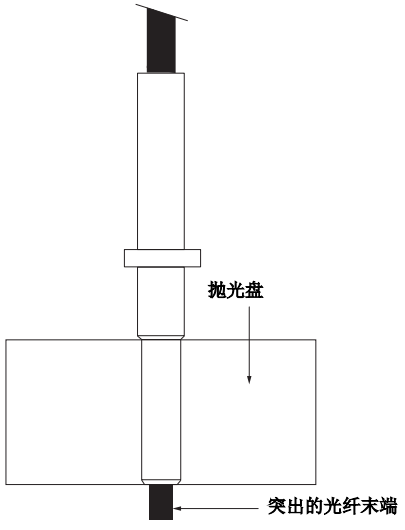

Fig. 6 - 用于连接器套筒带导向的抛光盘
- 将插针插入抛光盘内 (**CLDL**) 如图 6所示。